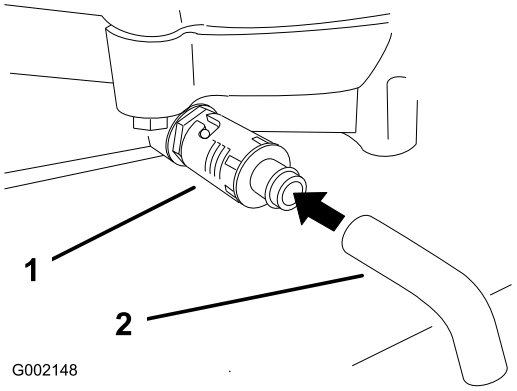

Figuur 20
4. Plaats een opvangbak onder de aftapplug. Draai aan de aftapplug om de olie in de bak te laten lopen (Figuur 20).